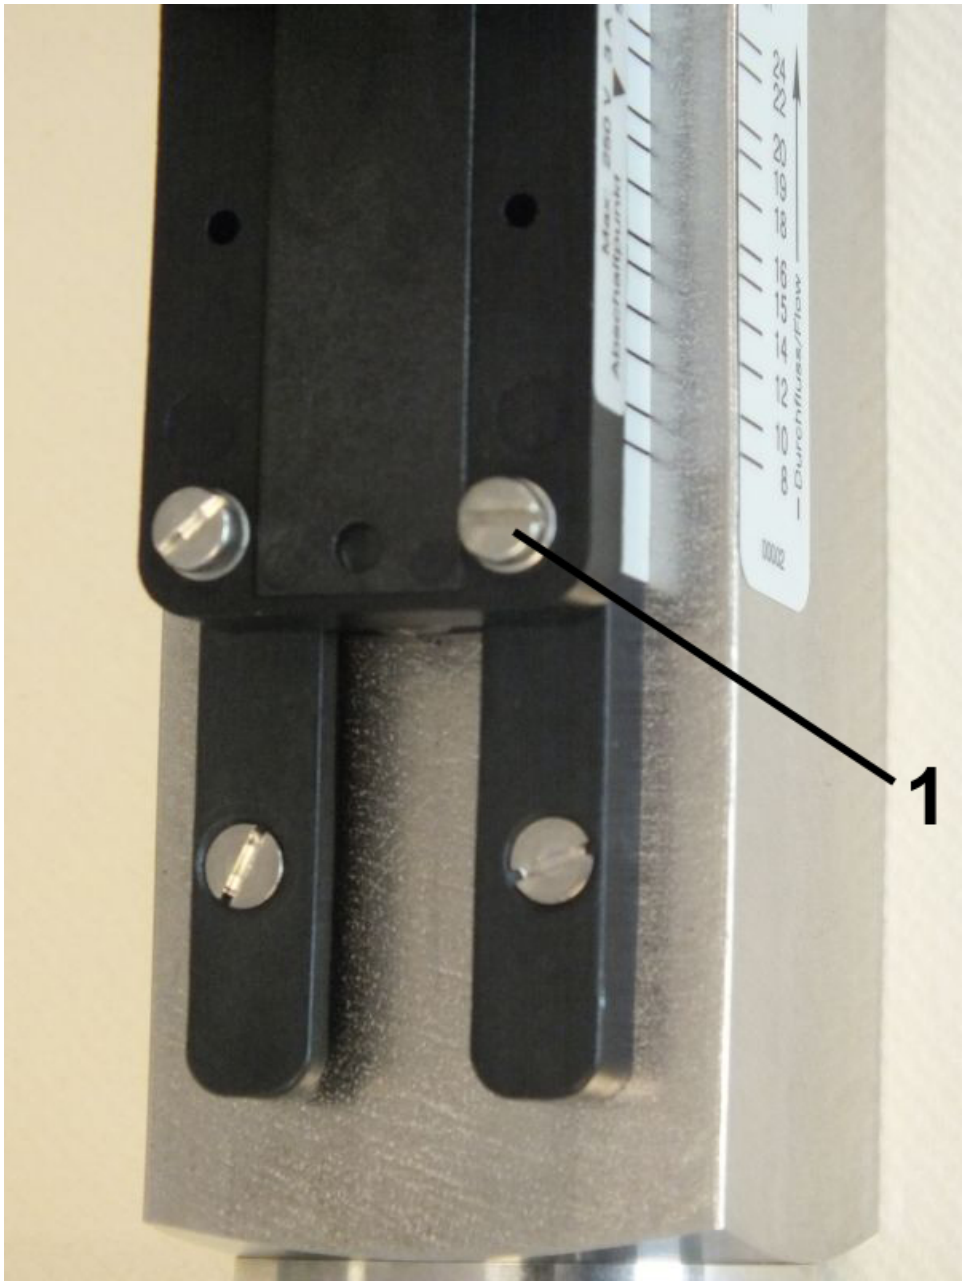

Fig. 37: Loosen set screws
1. Loosen the set screws of the switch contact (*Fig. 37*/1) using a flat-bladed screwdriver.
3. Tighten the set screws of the switch contact (*Fig. 37*/1) using a flat-bladed screwdriver. When doing so, observe the correct tightening torque of the screws.